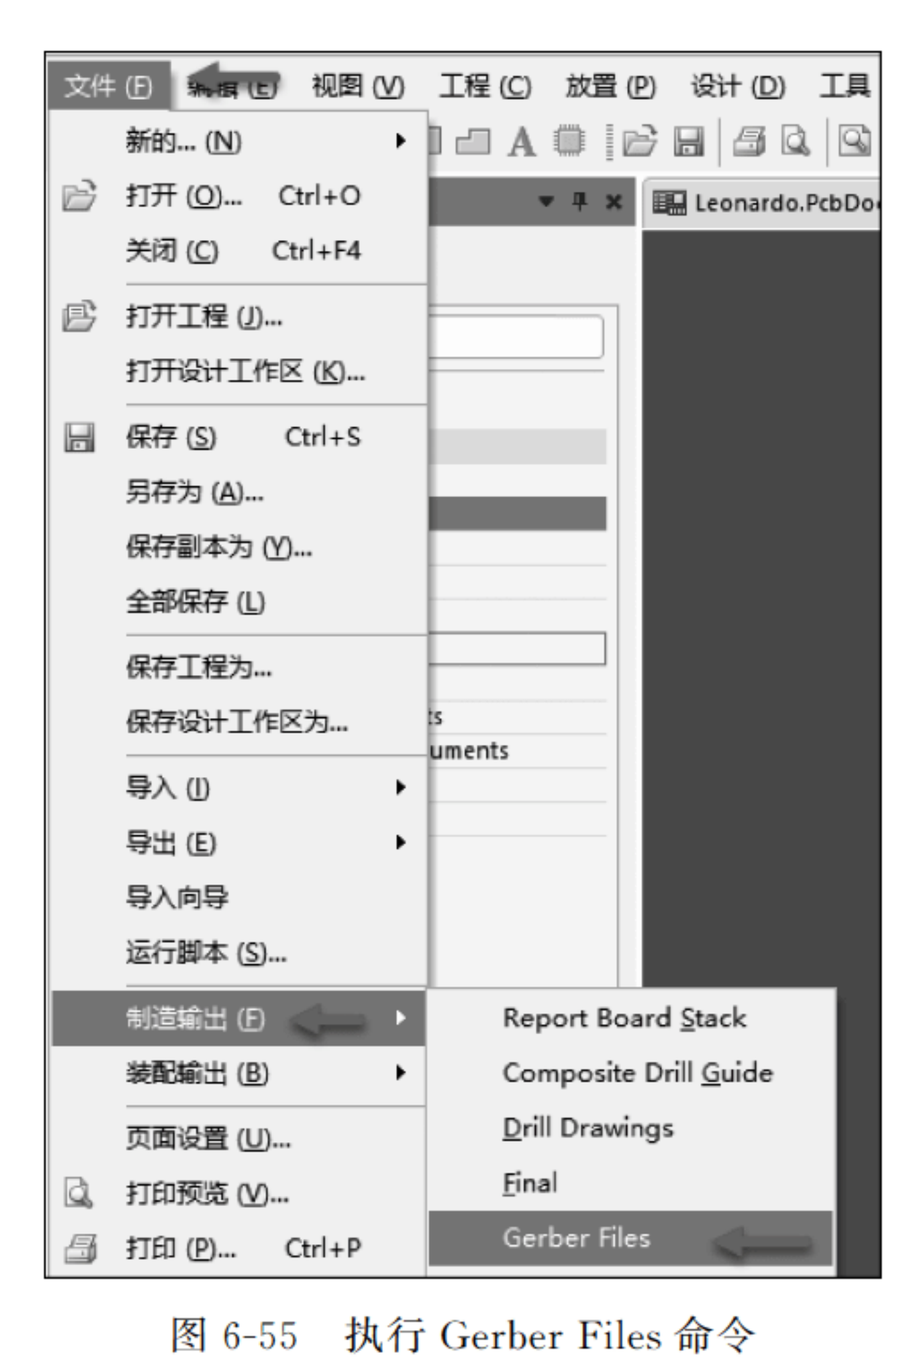

图 6-55 执行 Gerber Files 命令
(1) 输出 Gerber 文件。
① 在 PCB 界面中，执行菜单栏中“文件”→“制造输出”→Gerber Files 命令，如图 6-55 所示。